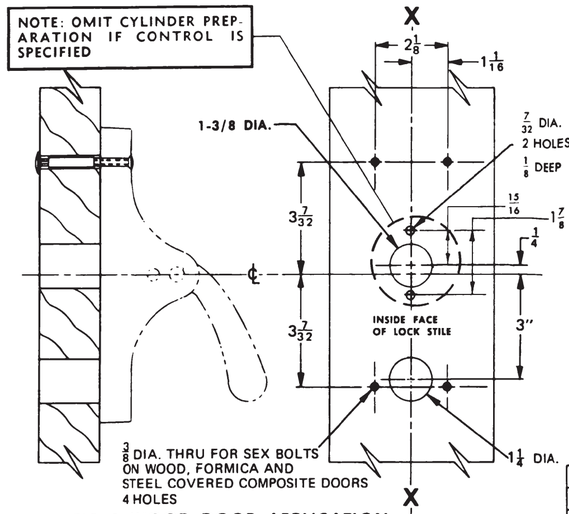
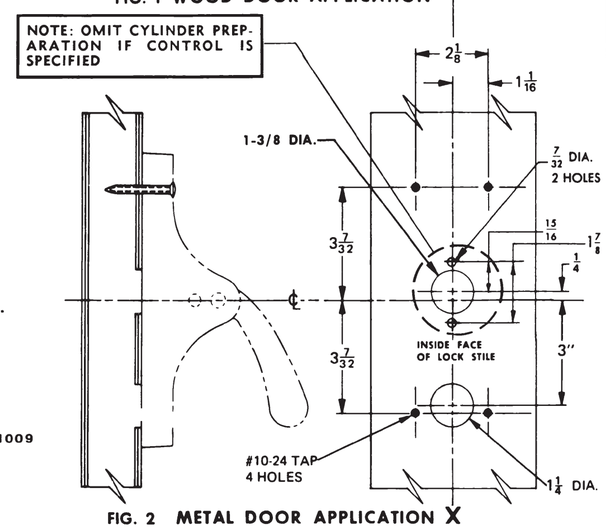

FIG. 1 WOOD DOOR APPLICATION
FIG. 2 METAL DOOR APPLICATION
B. Prepare door as shown. See Fig. 1 for wood door application, and Fig. 2 for metal door application.
C. Attach lock stile case to door. (See Fig. 1 or Fig. 2)